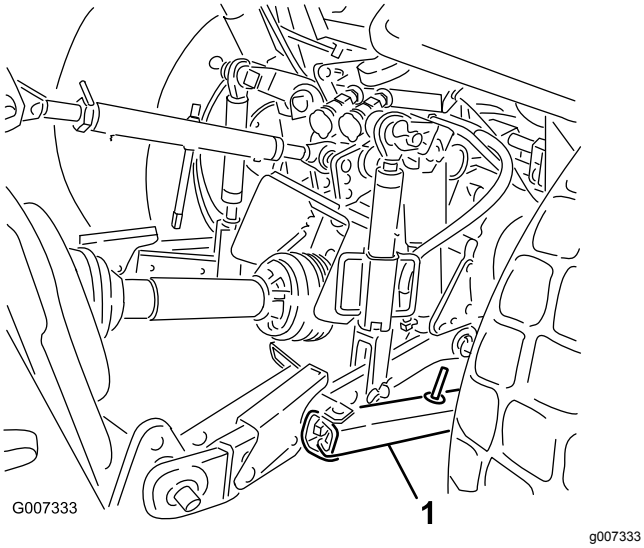

**Figuur 28**
1. Pas de zwaaikoppelingen op de onderste hefarmen aan om de zwaairuimte opzij te minimaliseren tot maximaal 25 mm aan beide zijden (Figuur 28).